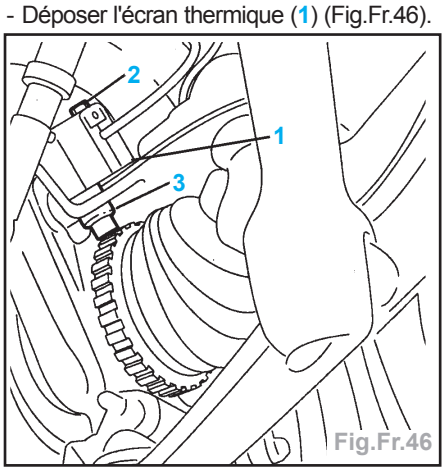

Fig.Fr.46
- Déposer l'écran thermique (1) (Fig.Fr.46).
- Reposer le capteur (3) (Fig.Fr.46).